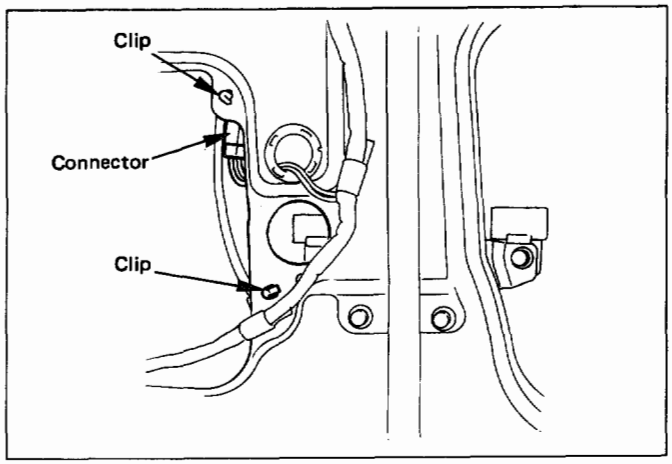

Fig. 10-61
4. **Window regulator (Fig. 10-61)**